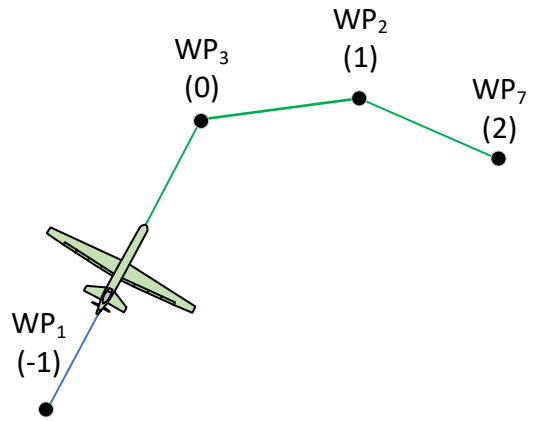

**Figure 69: Waypoint list example**
Figure 69 illustrates a set of waypoints ($WP_1$, $WP_2$, $WP_3$, and $WP_7$) along with their order of operation (called Prosecution Order) indicated in the parenthesis below the WP number. In this example the aircraft is proceeding to waypoint 3 ($WP_3$), so its Prosecution Order is set to zero (0), which signifies the waypoint is the "current" waypoint. Waypoint 2 ($WP_2$) is the next waypoint, so its prosecution order is set to one (1), followed by waypoint 7 ($WP_7$) with Prosecution Order of two (2). The aircraft has already visited waypoint 1 ($WP_1$) so waypoint 1's Prosecution Order is set to negative one (-1). Waypoints with negative values are *historical waypoints*; these may be important for users.